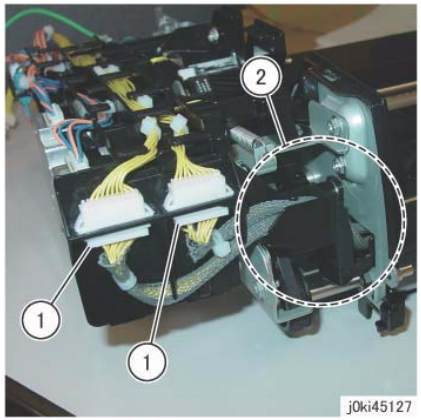

Figure 1 Remove the wire harness from the Harness Guide
10. Remove the wire harness from the Harness Guide. (Figure 1)